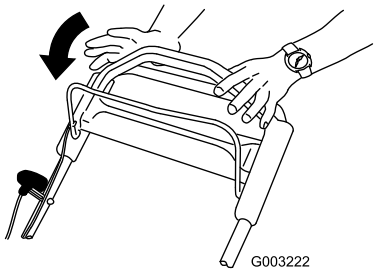

**Figur 17**
1. Slip bøjlen til knivens kraftudtag (Figur 17).